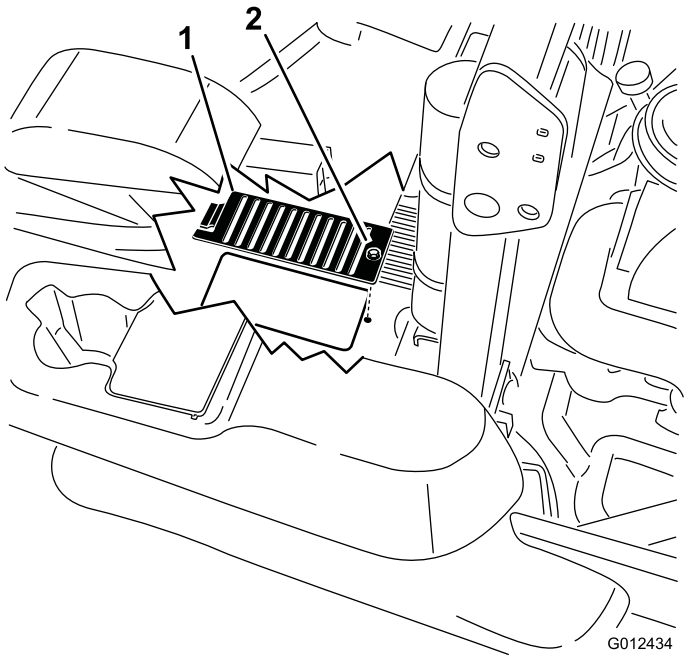

Figur 73
6. Fjern dekselet over hver peilestav og bolten som sitter fast i dekselet. Rengjør rundt hver peilepinne og hydraulikkenhet (Figur 73).